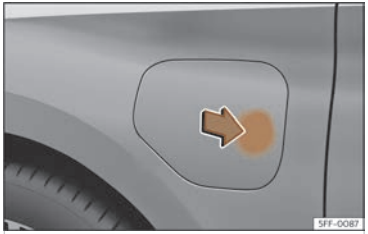

Fig. 59 Opening the charging socket cover.
- If the vehicle is unlocked, the battery charging cover opens when the indicated zone is pressed ››› Fig. 59.